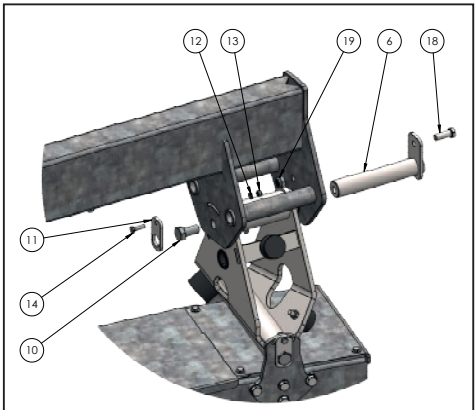
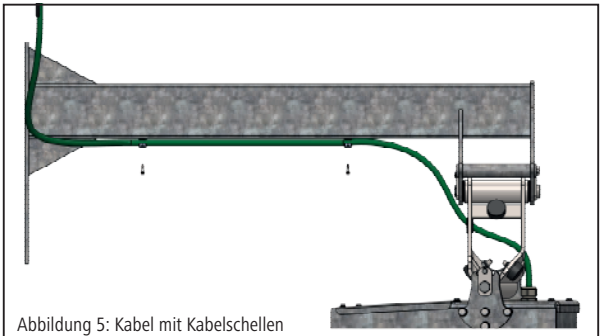

Abbildung 4: Montage obere Achse Gelenkstück
Abbildung 5: Kabel mit Kabelschellen befestigen
1. Obere Achse (Abb. 4 – Pos. 6) aus Gelenkstück demontieren.
5. Obere Achse (Abb. 4 – Pos. 6) durch Lagerung im Hängearm und Gelenkstück schieben und montieren.
6. Die Achse mit Befestigungsschraube M14 (Abb. 4 – Pos. 10) befestigen.
7. Die Achse mit Schraube (Abb. 4 – Pos. 18) und selbstsichernder Mutter (Abb. 4 – Pos. 19) gegen Verdrehen sichern.
8. Die Befestigungsschraube M14 mit Sicherungsblech(Abb. 4 – Pos. 11), Schraube (Abb. 4 – Pos. 11), Unterlegscheibe (Abb. 4 – Pos. 12) und selbstsichernder Mutter (Abb. 4 – Pos. 13) gegen Lösen sichern. Motorkabel am Hängearm mit Schellen und selbstschneidenden Schrauben befestigen (Abb. 5).